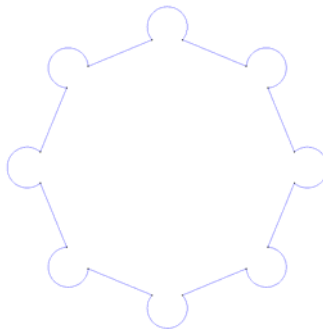

Figure 42. The new hole profile
7. Using the intersection options, delete the auxiliary lines leaving only the valid lines, thus obtaining the new profile of the hole. The result is illustrated in Figure 42.